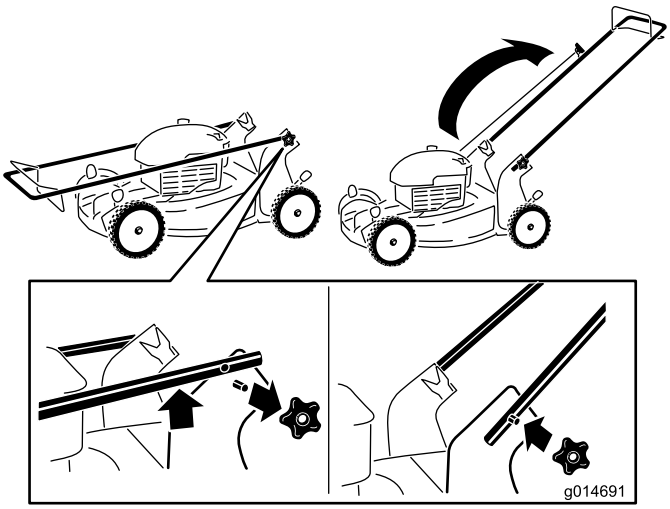

Figur 3
1. Ta bort handtagsreglagen från gräsklipparkåpan (Figur 3).
3. Sätt tillbaka och dra åt de handtagsreglage som du tog bort i steg 1 (Figur 3).